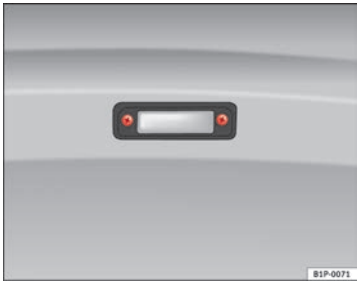

Abb. 210 Kennzeichenbeleuchtung
– Drehen Sie zum Abnehmen des Lampenglases die Schrauben heraus ⇒Abb. 210.